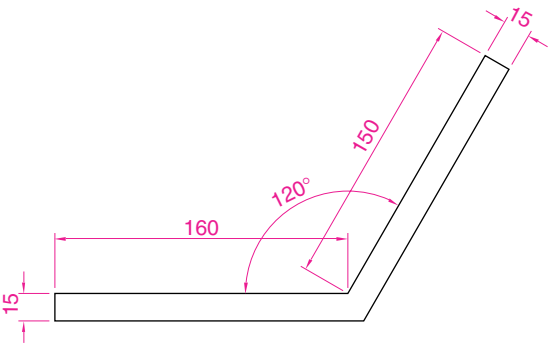

Fig. 17.5 First example – **Changing UCS planes** – pline for extrusion
1. Set **UCSFOLLOW** to **1** (ON).
3. Construct the pline outline in Fig. 17.5 and extrude to a height of **120**.